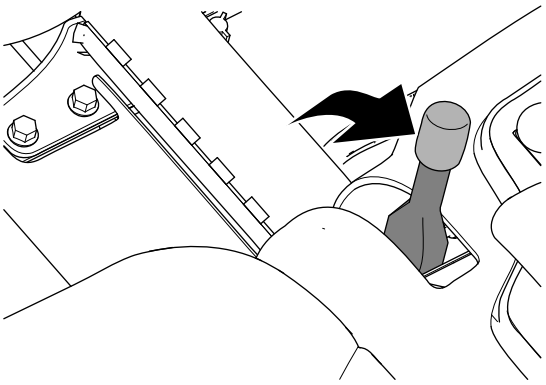

Figur 28
2. Koppla in parkeringsbromsen (Figur 28).